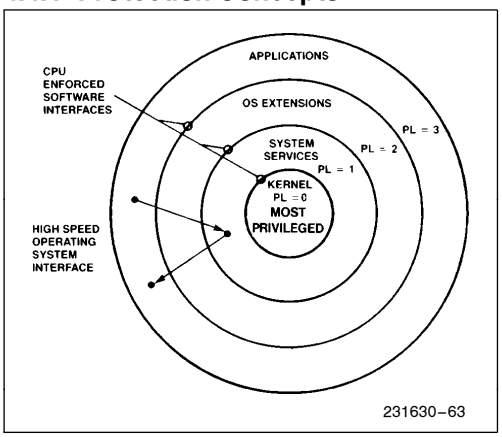

**Figure 4-14. Four-Level Hierachical Protection**
The four-level hierarchical privilege system is illustrated in Figure 4-14. It is an extension of the user/supervisor privilege mode commonly used by minicomputers and, in fact, the user/supervisor mode is fully supported by the Intel386 DX paging mechanism. The privilege levels (PL) are numbered 0 through 3. Level 0 is the most privileged or trusted level.